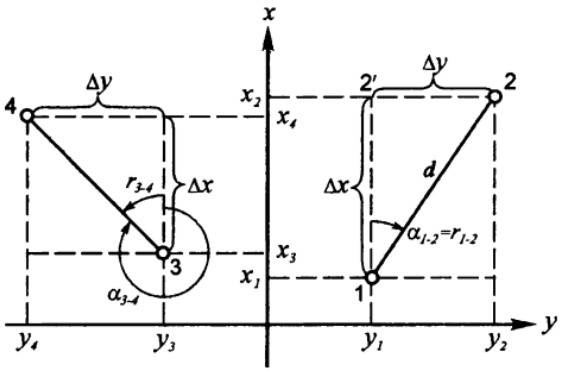

Рисунок 16. Прямая и обратная геодезические задачи.
***Прямая геодезическая задача.*** Сущность данной задачи: по известным координатам точки **1** ($X_1$, $Y_1$) линии 1-2, дирекционному углу этой линии $\boldsymbol{\alpha}_{1\text{-}2}$ м ее горизонтальному проложению$\boldsymbol{d}_{1\text{-}2}$ требуется определить координаты точки **2** (Рисунок 16).